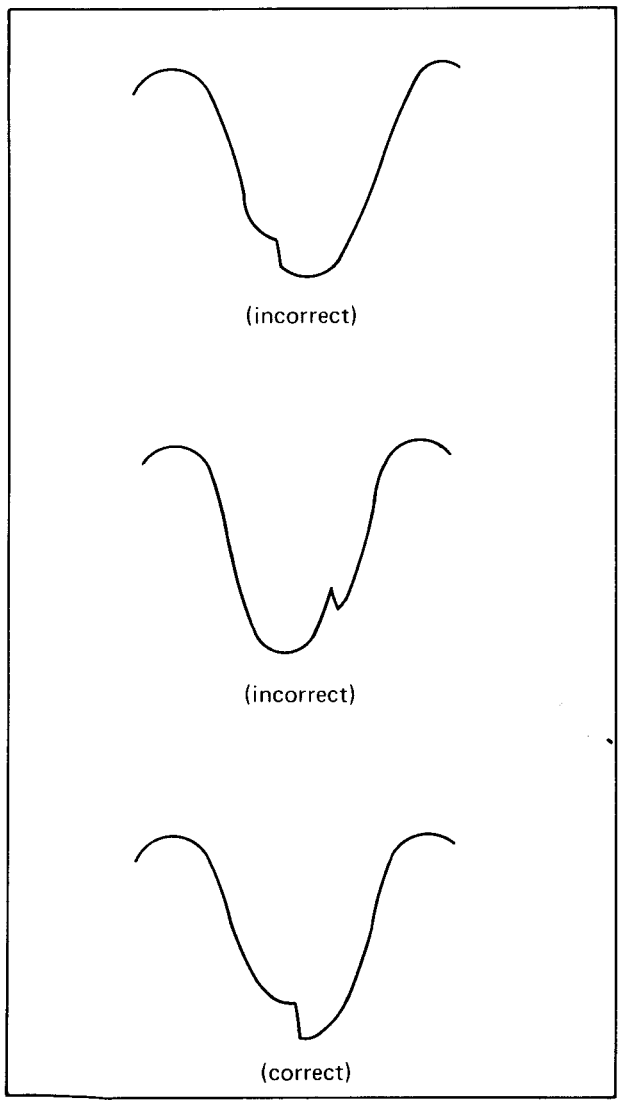

Fig. 5-35
2. Adjust the L211 to maximum seeing TP-212 of 7.8 kHz component as shown in Fig. 5-35.
3. Adjust the R342 to become 6.5 ± 0.2 Vp-p of TP-212 waveform level as shown in Fig. 5-35.